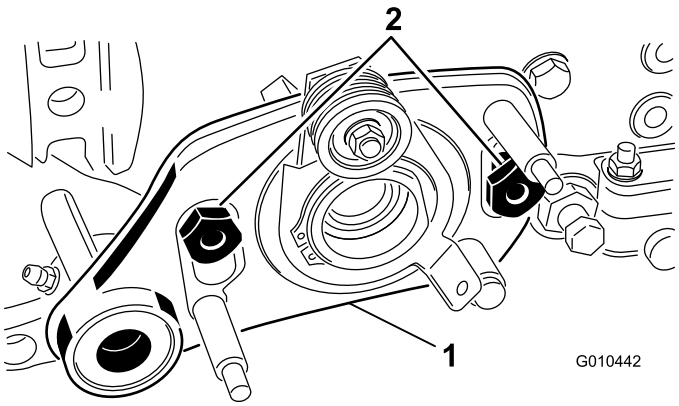

**Figura 6**
9. Coloque el conjunto de transmisión izquierdo sobre los pernos y sujételo con 2 tuercas de cuello largo (Figura 6).